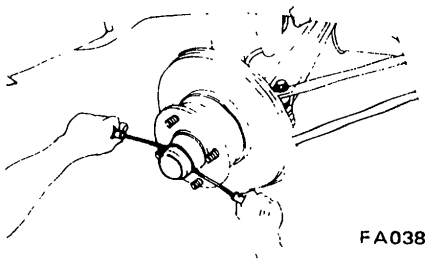

Fig. FA-11 Removing hub cap
3. Work off hub cap from end of spindle using two screwdrivers or any other suitable tool as shown in Figure FA-11. If necessary, tap around it with a soft hammer while removing cap.